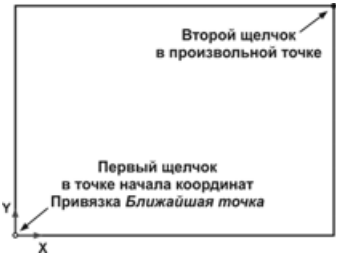

Рис. 2.31
- Установите курсор в точку начала координат. После выполнения глобальной привязки **Ближайшая точка** зафиксируйте положение вершины щелчком левой кнопки мыши (рис. 2.31).